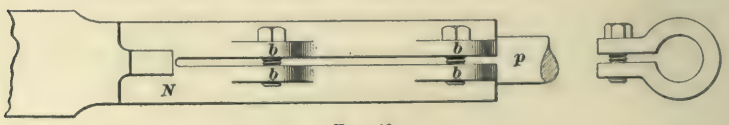

FIG. 10.
**11. The Socket.**—Fig. 10 shows the construction of a *socket*, how it grips the pole, and the means for tightening it. In this figure, *p* is the pole and *N* the socket; *b*, *b*, *b*, *b* are lugs cast on to the side of the socket to receive setscrews or bolts.